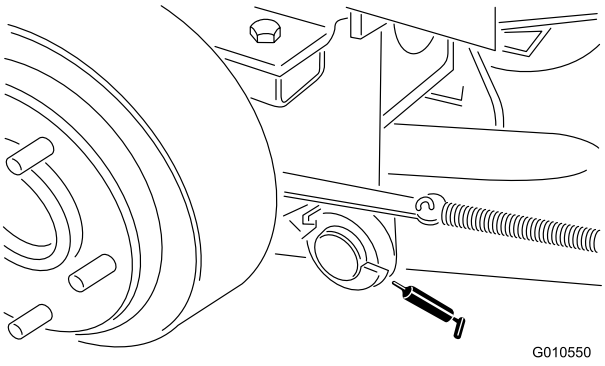

Figur 16
- Høyre og venstre løftearms svingbolter (Figur 16)